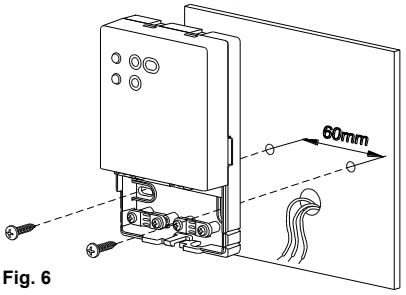

Fig. 6
5. Fissare la piastra alla parete tramite le due sedi per viti con interasse 60 mm (utilizzare le viti e/o i tasselli in dotazione) - Fig. 6.